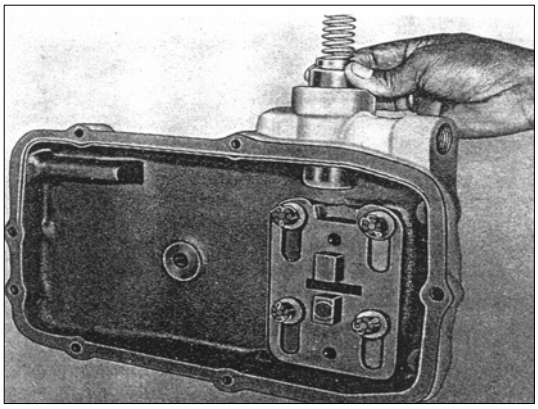

РИС. 227
2) Снимите нажимную пружину датчика включения заднего хода (см. рис. 227).